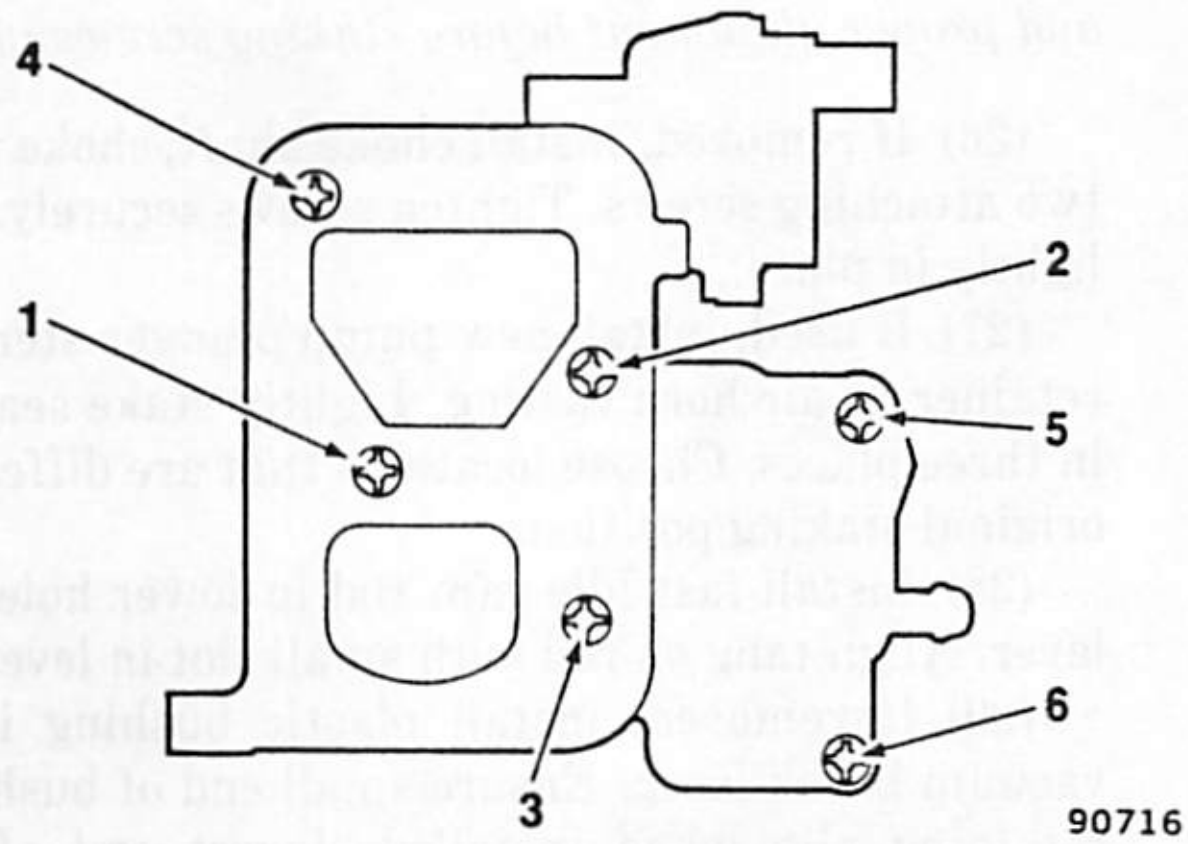

Fig. 1J-89 Carburetor Model E2SE— Air Horn Screw Tightening Sequence
air horn screws must be tightened evenly and securely. Refer to figure 1J-89 for proper tightening sequence.
(35) If not tested previously, test mixture control solenoid for sticking, binding and leakage following procedure listed within Cleaning and Inspection. Install replacement rubber seal on mixture control solenoid stem. Position seal up against boss on solenoid stem. Using 3/16-inch socket and small hammer, carefully drive retainer on stem (fig. 1J-90). Drive retainer on stem only far enough to retain rubber seal on stem. Leave small clearance between retainer and seal to allow for seal expansion.